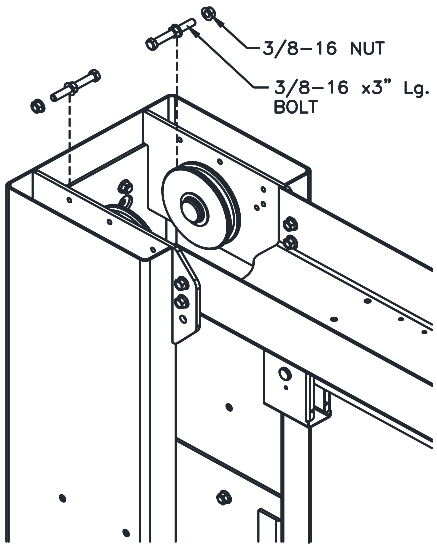

Fig. 11 – Column Ext. Cable Trapping
31) Route the free end of a cable coming out the top of the carriage up and over the upper sheaves and back down the opposite side. Install a 3/8x3 cable trapping bolt with a nut on each side of the overhead support plate at each sheave, **Fig. 11**. Do this for both cables.